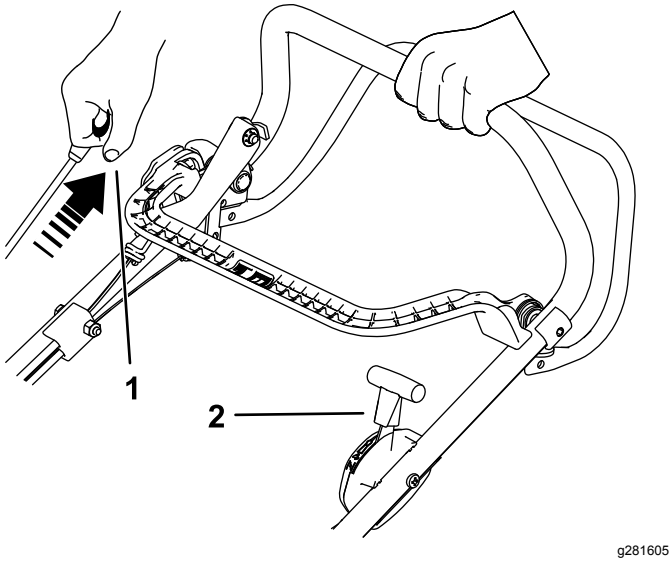

Figuur 14
2. Trek de starthandgreep uit totdat u weerstand voelt, daarna krachtig uittrekken om te starten. Wanneer de motor start, zet u de gashendel langzaam terug in de stand SNEL als de choke ingeschakeld was (Figuur 14).